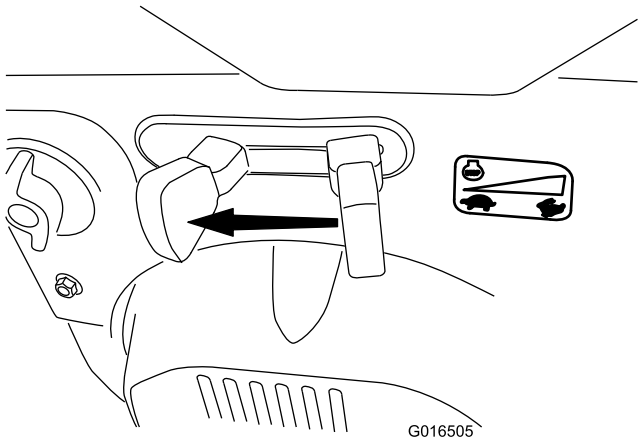

Figur 31
1. Sett gassen til Sakte-stilling, og så til Stopp-stilling (Figur 31) for å slå av motoren. Motoren kan også stoppes ved å trekke tenningsnøkkelen utover til den midterste stillingen.